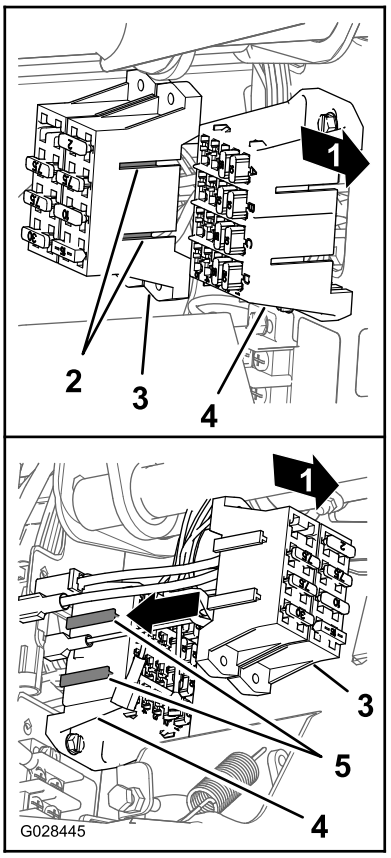

Figur 24
6. Rikta in T-kopplingarna på sprutans säkringsblock med T-skårorna på maskinens säkringsblock och skjut in sprutans säkringsblock i skårorna tills säkringsblocket sitter rätt (Figur 24).